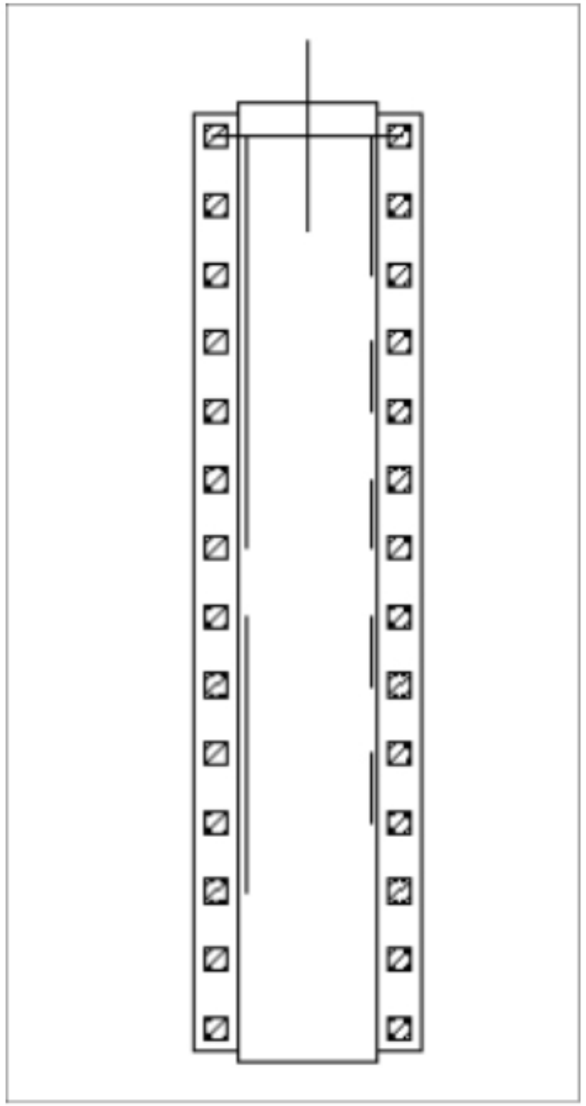

Figure-8. PLC full unit attached to the cursor
- Click on desired category and select a plc of your requirement. The PLC will get attached to the cursor; refer to Figure-8.